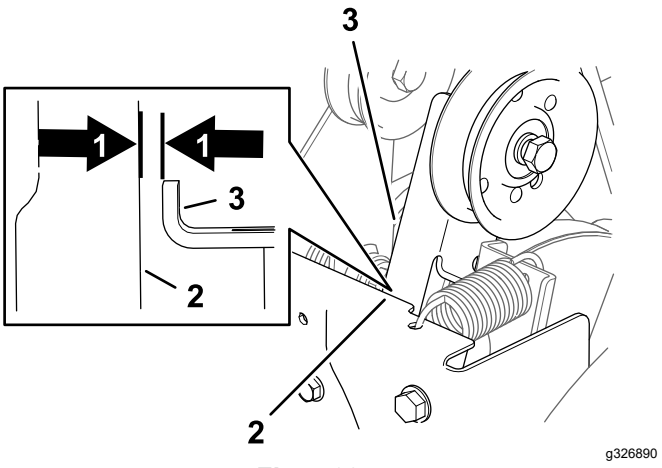

Figur 39
2. Med spaken for børstedrivenheten løsnet må du påse at avstanden mellom børstearmen og rammen på maskinen er 1,5 mm som vist i Figur 39.